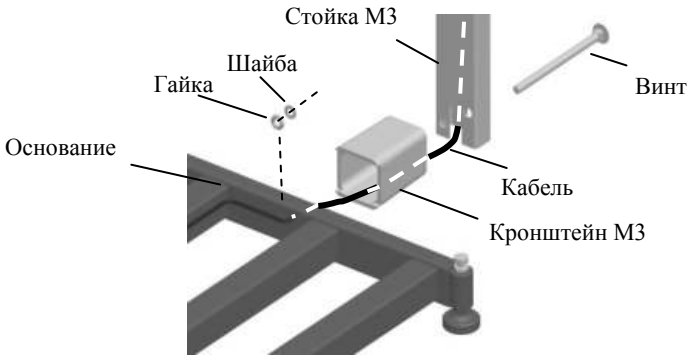

Рис. 6.3 - Крепление прямоугольной стойки к модулю ТВ-М_
- Протянуть кабель через кронштейн и стойку, Рис. 6.3.